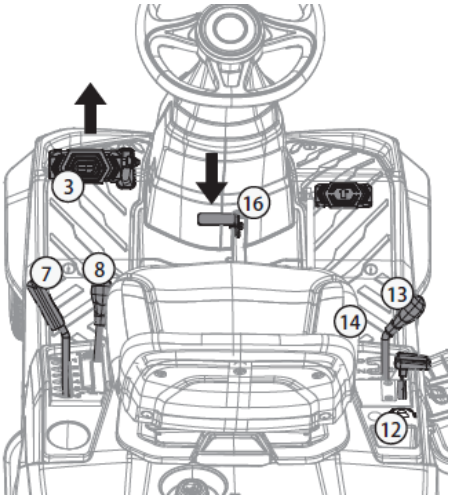

Rys. 13
• Wciśnij całkowicie pedał sprzęgła hamulca (Rys. 2, poz. 25) i włącz hamulec postojowy (Rys. 13, poz. 16).
• Koszenie (Rys. 13, poz. 8) musi być teraz wyłączone.
• Ustaw żądaną wysokość koszenia za pomocą dźwigni (Rys. 13, poz. 7)
• Ustaw dźwignię zmiany biegów (Rys. 13, poz. 13) w pozycji neutralnej „N”
• Przekręć kluczyk w stacyjce (Rys. 13, poz. 12) do pozycji „start” do momentu uruchomienia silnika, następnie pozostaw go w pozycji „włączony”.
• Dźwignia przepustnicy (Rys. 13, poz. 14) steruje prędkością.
• Wciśnij całkowicie pedał hamulca (Rys. 13, poz. 3) i włącz hamulec blokujący (Rys. 13, poz. 16).
• Przekręć kluczyk zapłonu (Rys. 13, poz. 12) do pozycji „ON”
• Przy niskiej prędkości „WOLNEJ” wciśnij pedał hamulca (Rys. 2, poz. 3) całkowicie, a hamulec postojowy (Rys. 13, poz. 16) odblokuje się.
•Zwolnij pedał hamulca (Rys. 13, poz. 3) całkowicie, a hamulec blokujący (Rys. 13, poz. 16) odblokuje się.